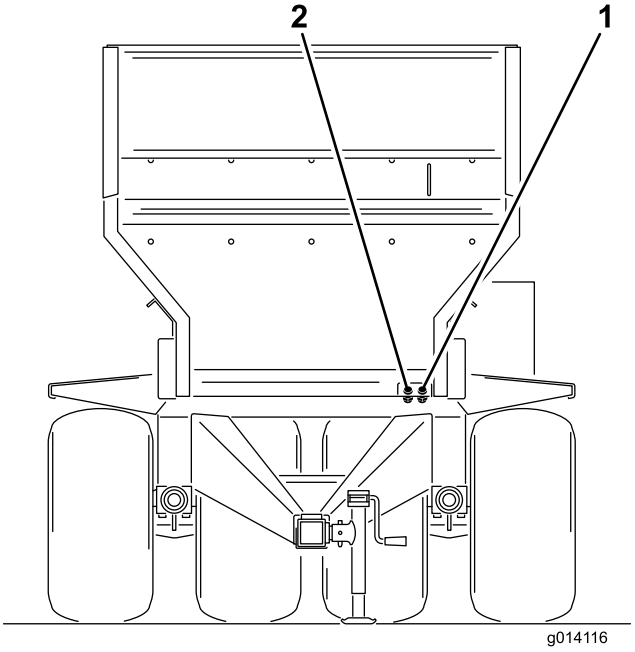

**Rysunek 17**
6. Podłącz dwa przewody hydrauliczne maszyny do pojazdu holowniczego. Patrząc od przodu maszyny, podłącz prawy przewód do strony ciśnienia i lewy przewód do strony powrotnej (Rysunek 17). Przewód powrotny posiada wbudowany jednokierunkowy zawór zwrotny. Na zaworze zwrotnym znajduje się również strzałka, która powinna wskazywać na złącze powrotne pojazdu holowniczego.